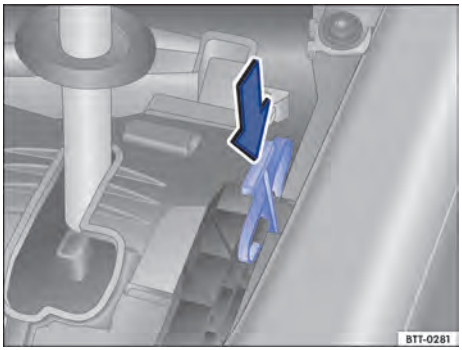

Fig. 165 Embaixo da cobertura do quadro da alavanca cobertura: destravamento de emergência do bloqueio da alavanca seletora.
- Pressionar a alavanca de destravamento ⇒ Fig. 165 no sentido da seta e manter nesta posição.